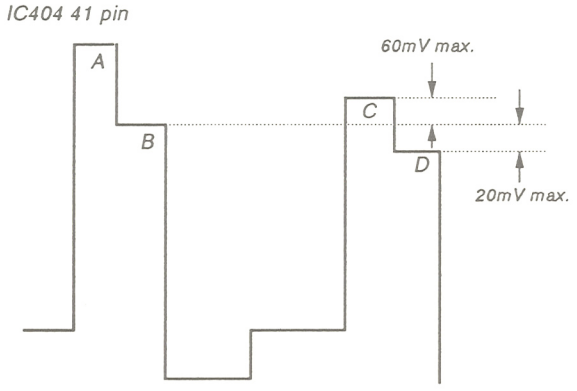

Fig. 14
4) Using R-Y LEVEL NTSC 358, adjust so that the tops of the waveform line up as in the diagram below. (Fig. 14)